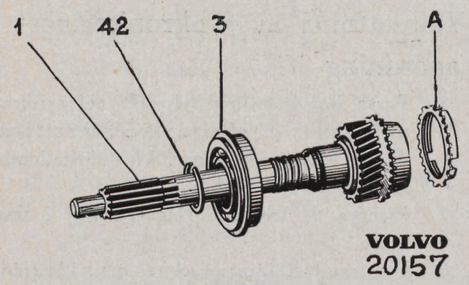

Bild 15. Ingående axel.
1. Pressa på kullager (3) med stoppringen vänd ifrån kugghjulet (bild 15). Använd dorn SVO 4028 och understöd axeln med bricka SVO 4150 (SVO 4151 för H 4—H 6). Montera låsring (42).
3. Montera synkroniseringskonan för 3:ans växel (A bild 15).